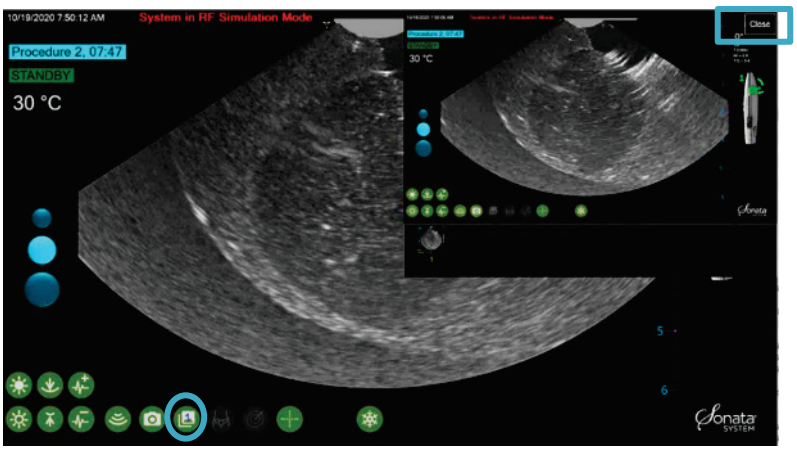

Figure 6-15. Image Review.
- The Image Review icon will change from gray to green. The number of stored still images will be displayed within the Image Review icon at the bottom left, see Figure 6-15.
An Image Review window will display in the upper right-hand corner of the ultrasound display screen. Select the image to be displayed from the thumbnail images, see Figure 6-15.
- Tap Close the Image Review window when finished reviewing images, see Figure 6-15.